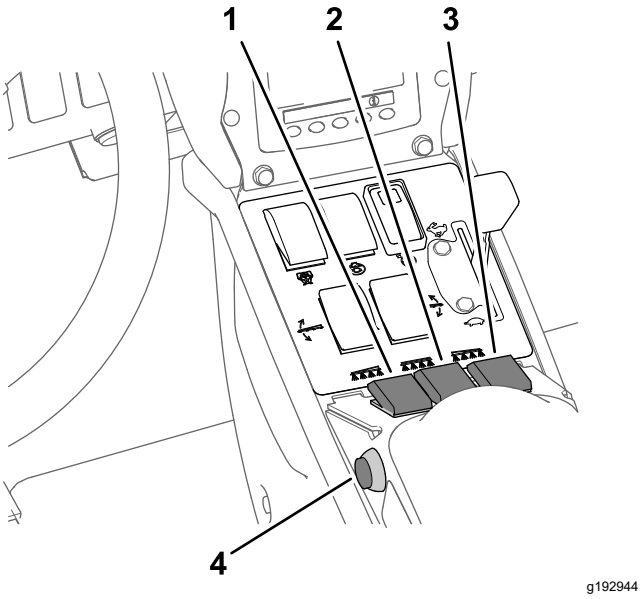

Figuur 41
7. Zet de spuitboomschakelaars in de stand AAN (Figuur 41).
10. Laat de machine rijden met de gewenste snelheid en zet de hoofdschakelaar van de spuitbomen op AAN om te beginnen met spuiten (Figuur 41).
3. Zet de hoofdschakelaar van de spuitbomen op UIT; zie Figuur 41 in Spuiten in de modus gebruiksdosis (bladz. 37).
7. Zet de gewenste spuitboomschakelaars in de stand AAN; zie Figuur 41 in Spuiten in de modus gebruiksdosis (bladz. 37).
9. Laat de machine rijden met de gewenste snelheid en zet de hoofdschakelaar van de spuitbomen op AAN om te beginnen met spuiten; zie Figuur 41 in Spuiten in de modus gebruiksdosis (bladz. 37).